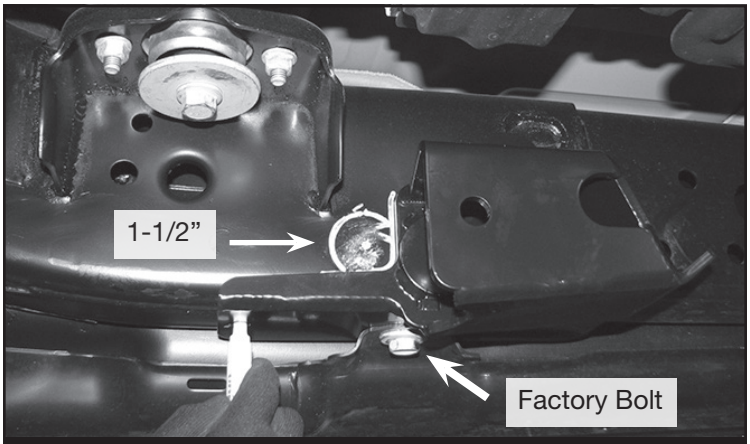

FIGURE 6 - STEP 6
6. Locate FT50629 (Pass rear frame pocket). Install the new frame pocket to the frame using the factory bolt. **NOTE: Install the pocket so its between the frame and the gas tank skid plate.** Next, place a 1-1/2” hole saw into the corner of the pocket and outline it using a paint pen. Then mark the remaining 4 holes, 1 on the bottom and the 3 on the side. **SEE FIGURE 6**